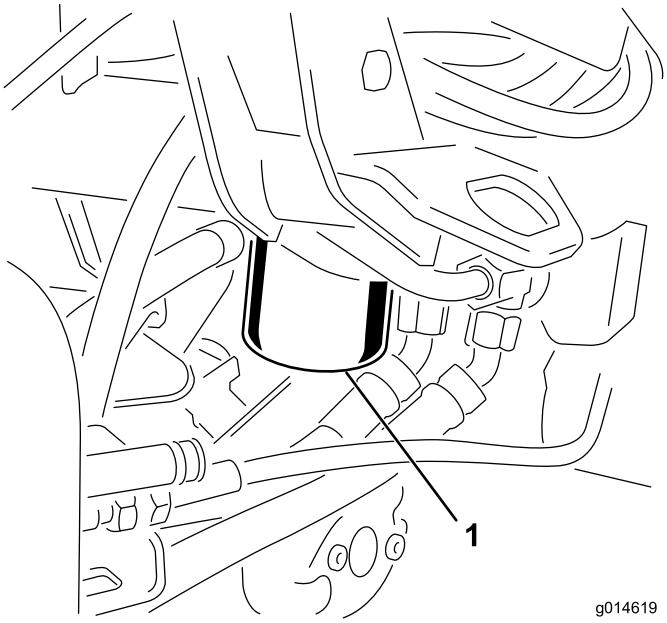

Figur 52
1. Rengör runt området där filtret monteras (Figur 52). Ställ ett avtappningskärl under filtret och ta bort filtret.